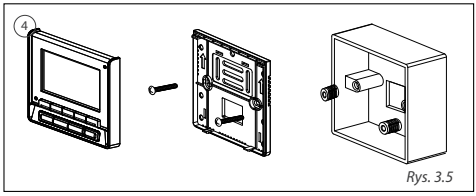

Rys. 3.5
6. Zamocuj dolną pokrywę do puszki elektrycznej. Upewnij się, że dolna pokrywa jest równoległa do powierzchni ściany. Następnie załóż dolną pokrywę na sterownik. (Patrz rys. 3.5)